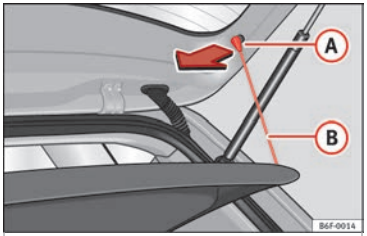

Rys. 165 W bagażniku: wyjmowanie i wkładanie tylnej półki.
- Odczepić pętelki sznurowe ››› rys. 165 Ⓑ z haczyków Ⓐ.
• Przyczepić pętle ››› **rys. 165** Ⓑ do pokrywy bagażnika.